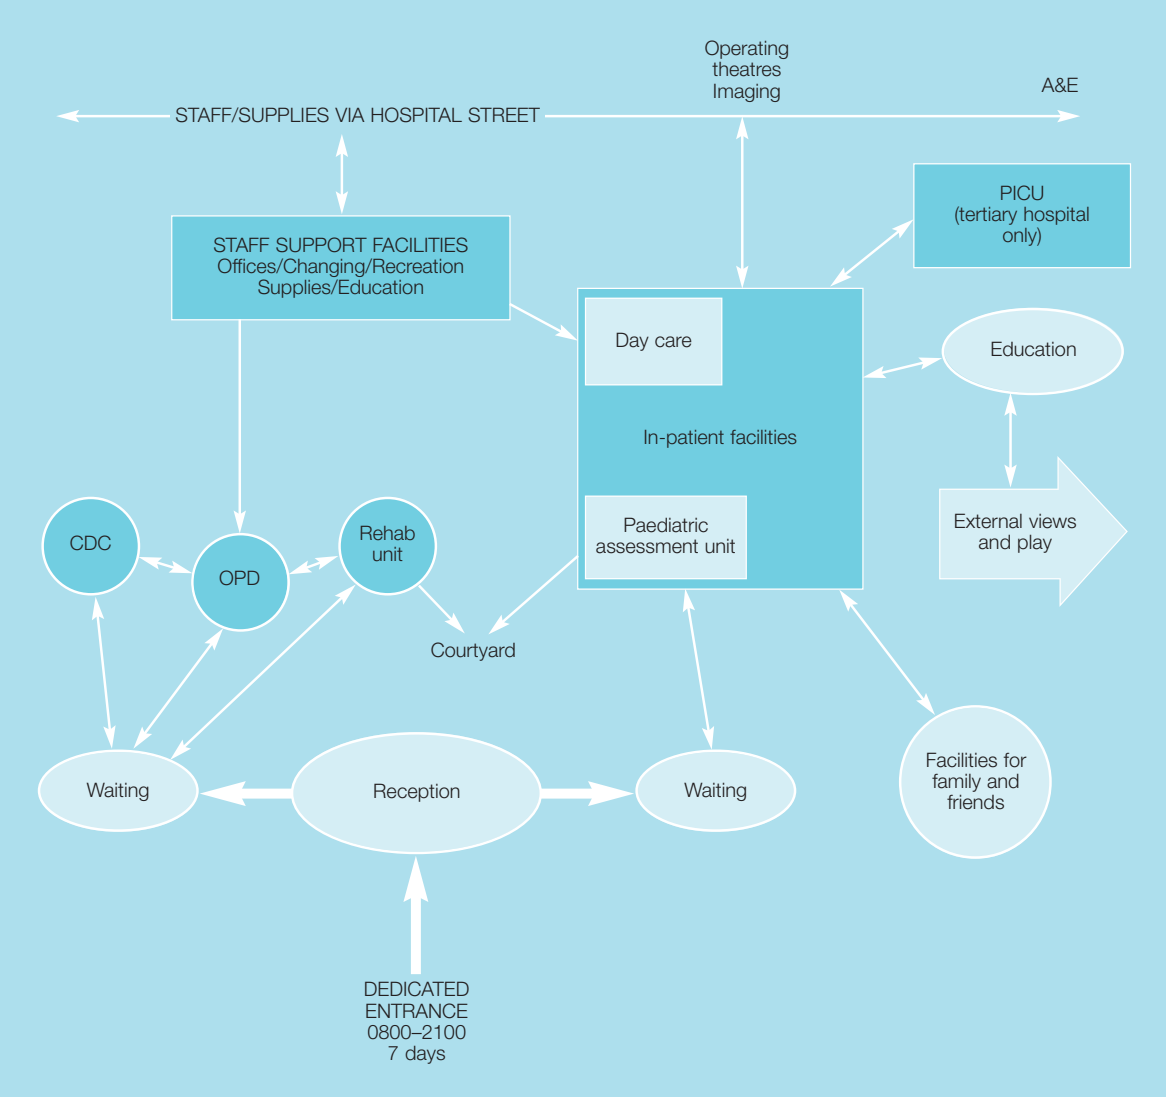

Figure 3 Relationships with the children's unit
2.38 The majority of children, parents and carers, and other visitors will enter the children's unit through the dedicated entrance (see Figure 3). All children who are elective admissions or out-patients will also arrive through this dedicated entrance. A child who is being admitted as an emergency will arrive either via the A&E department directly from the main hospital street or through the children's dedicated entrance.